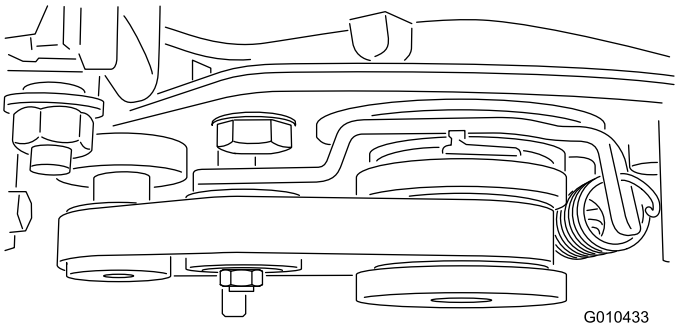

**Figura 19**
**Importante: Asegúrese de centrar la correa en las poleas y en las ranuras (Figura 19).**